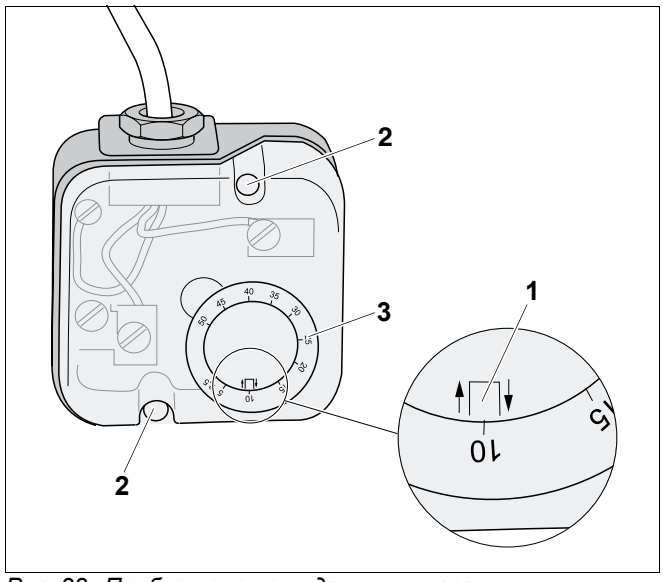

Рис. 28 Прибор контроля давления газа
- Для перенастройки снять крышку, открутив винты (рис. 28, **поз. 2**).
- Выставить регулировочный диск (рис. 28, **поз. 3**) по настроечной маркировке (рис. 28, **поз. 1**).